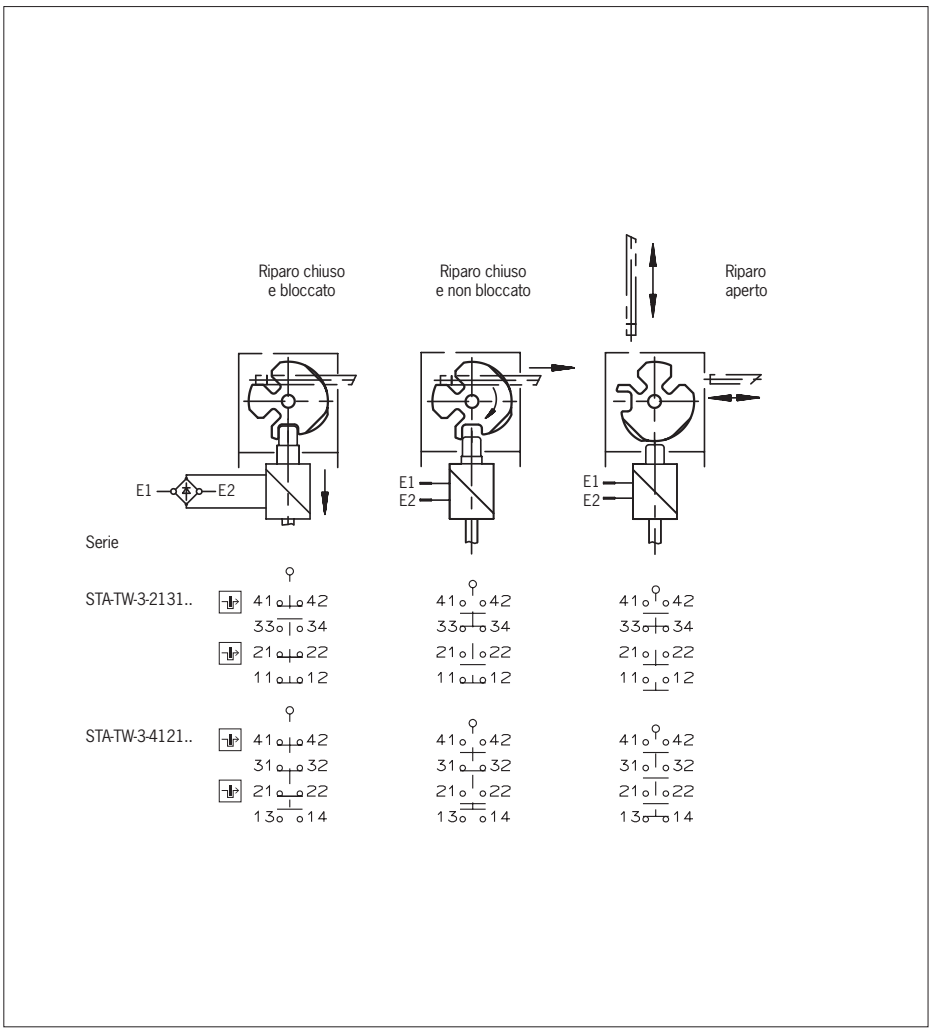

Fig. 3: Microinterruttori e commutazioni
Occorre utilizzare almeno un contatto ⊣⊢. Questo segnala lo stato del meccanismo di ritenuta (per la disposizione dei contatti vedere Fig. 3).
Occorre utilizzare almeno un contatto ⊖. Si possono usare anche contatti con il simbolo ⊣⊢ (per la disposizione dei contatti vedere Fig. 3).
3. Collegare e serrare i morsetti con una coppia di 0,5 Nm (per la disposizione dei contatti vedere Fig. 3).